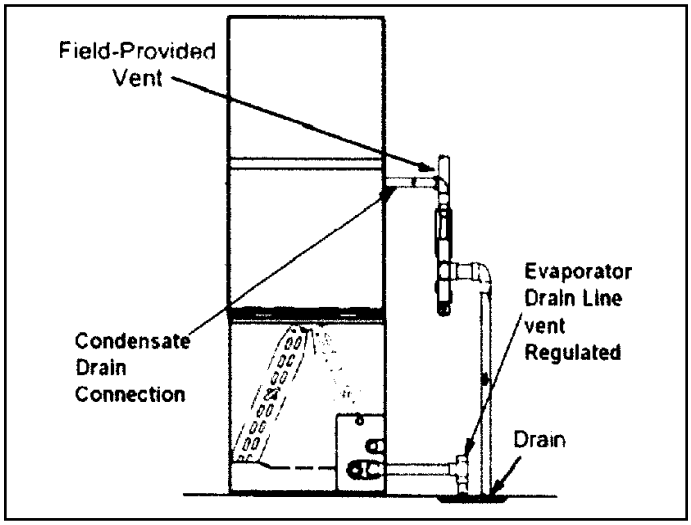
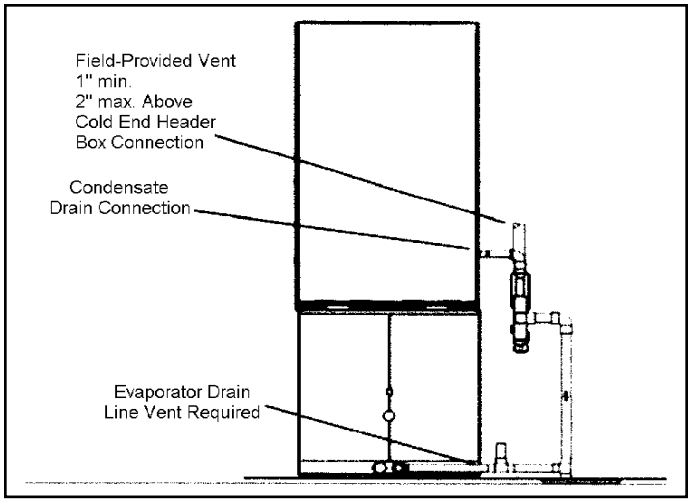

Figure 39. Evaporator Coil Using a Separate Drain
Figure 40. Evaporator Coil Using a Common Drain
5. Figure 39 shows the furnace and evaporator coil using a separate drain. If necessary the condensate line from the furnace and evaporator coil can drain together. See Figure 40. The field provided vent must be minimum 1" to a maximum 2" length above the condensate drain outlet connection.